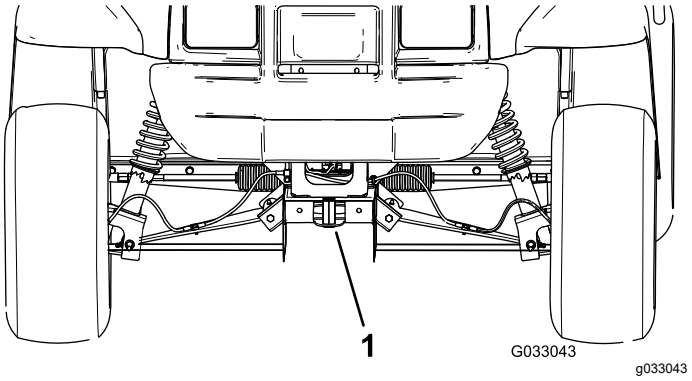
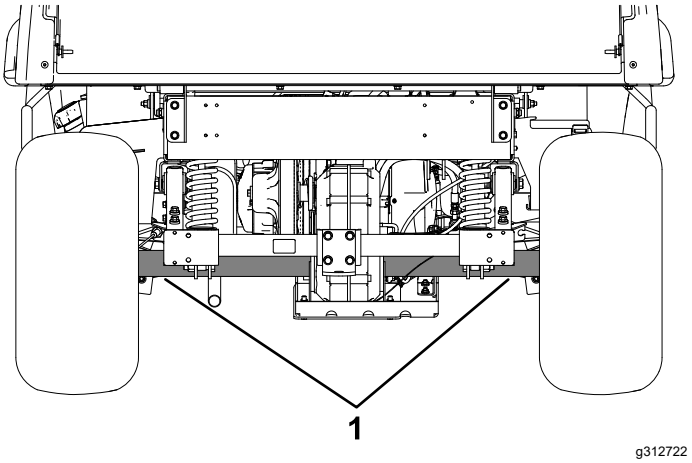

Figura 18
Figura 19
Consulte Figura 18 e Figura 19 para localizar os pontos de fixação da máquina.
2. Ate um cabo de reboque ao garfo, na parte dianteira do chassis da máquina (Figura 18).